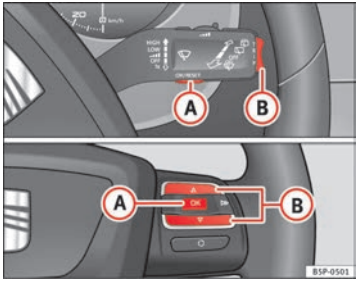

Fig. 41 Rocker buttons A and B. Steering wheel controls.
You can switch between the following displays in the multi-function display (MFD) by operating the rocker switch ⇒ fig. 41 (B) on the windscreen wiper lever. ▶